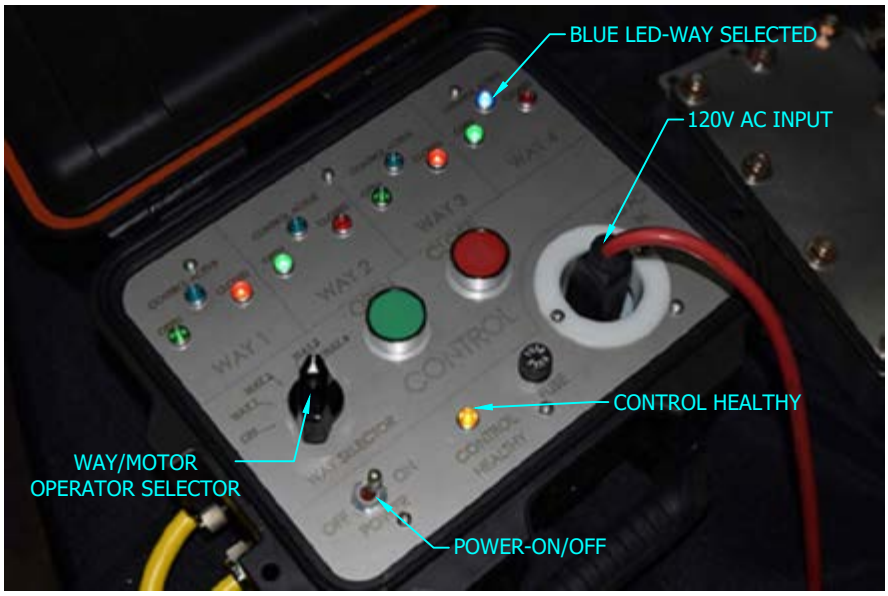

FIGURE 9
K. PENDANT CONTROLLERS ARE PROVIDED TO POWER AND CONTROL ALL THE MOTOR OPERATORS FROM OUTSIDE THE ENCLOSURE. THESE PORTABLE CONTROLLERS ARE DESIGNED TO PROVIDE FIELD PERSONNEL THE ABILITY TO PLUG INTO A JUNCTION BOX TO DETERMINE STATUS OF ALL THE MOTORS AND TO CONTROL MULTIPLE MOTOR OPERATORS LOCALLY WITH EXTERNAL 120V AC POWER PLUGGED INTO THE PENDANT CONTROL. CAUTION: THE "CONTROL HEALTHY" LIGHT WILL ONLY LIGHT WHEN THE TOGGLE SWITCH IS TURNED ON AN WHEN CONNECTED TO A "PURE SINCE WAVE" SOURCE OF 120V AC POWER. SQUARE SINE WAVE OR MODIFIED SINE WAVE INVERTERS WILL NOT POWER THIS DEVICE AND MAY DAMAGE THE CONTROL. SEE FIGURE 9.